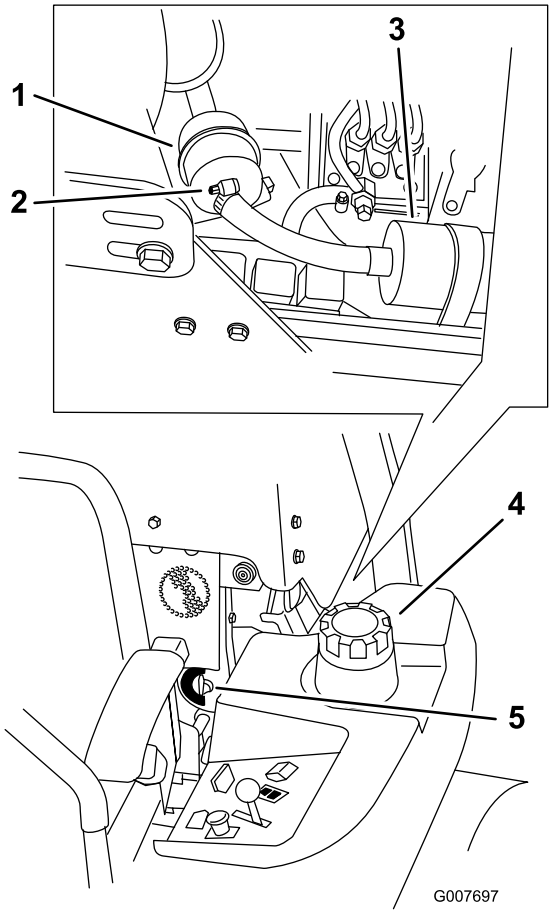

Rysunek 55
4. Zamknij zawór odcinający dopływ paliwa (Rysunek 55).
5. Poluzuj dwie obejmy przewodów i odłącz przewody paliwowe od filtra paliwa (Rysunek 55).
6. Zamontuj nowy filtr. Podłącz przewody paliwowe do filtra paliwa i załóż obejmy przewodów (Rysunek 55).